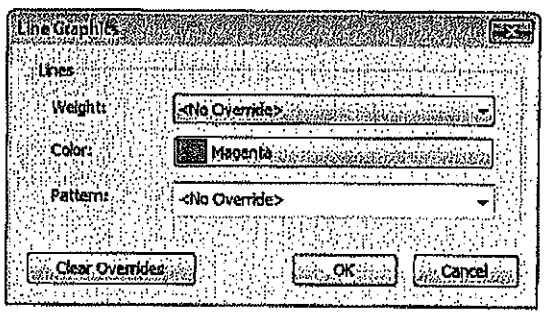

Figure 5–28
4. In the Line Graphics dialog box as shown in Figure 5–28, make changes to the *Weight*, *Color*, and/or *Pattern*.